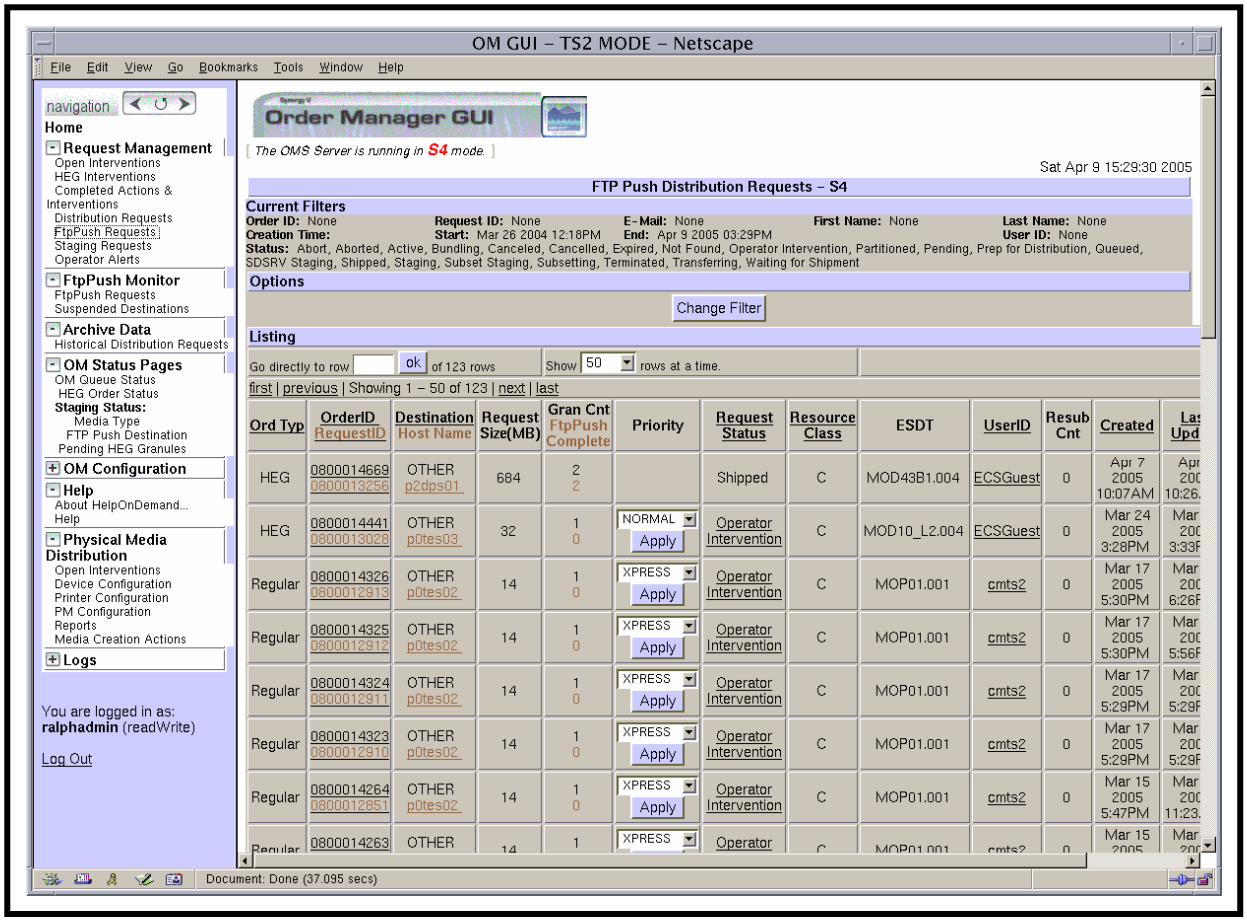

Figure 30. FtpPush Distribution Requests Page
- **FtpPush Distribution Requests** page (Figure 30).